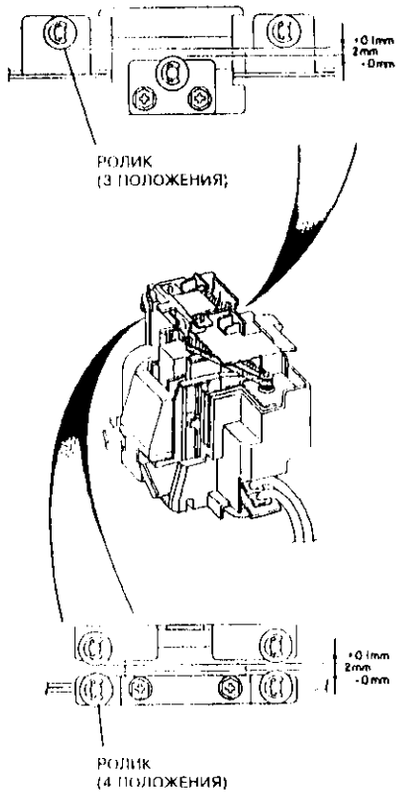

Рисунок 1. Проверка зазора
2. (Рисунок 1) Проверьте, что зазор между передним и задним роликами равен 2 мм (+0,1 мм/-0 мм).